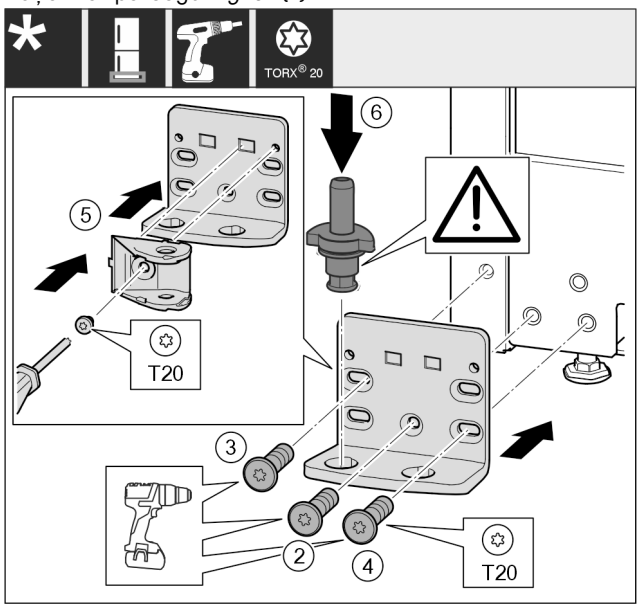

Fig. 32
- ▶ Pielieciet gultņa balstu otrā pusē un pieskrūvējiet, izmantojot skrūvgriezi. Sāciet apakšā pa vidu ar skrūvi *Fig. 32 (2)*.
- ▶ Pieskrūvējiet skrūvi *Fig. 32 (3)* un skrūvi *Fig. 32 (4)*.
- ▶ Pagrieziet durvju amortizatora savienojumu *Fig. 32 (5)* par 180°. Pieskrūvējiet ar skrūvgriezi gultņa balsta otrajā pusē.
- ▶ Pilnīgi ievietojiet gultņa tapu *Fig. 32 (6)*. Uzmaniet, lai fiksācijas izcilnis būtu vērsts virzienā uz aizmuguri.